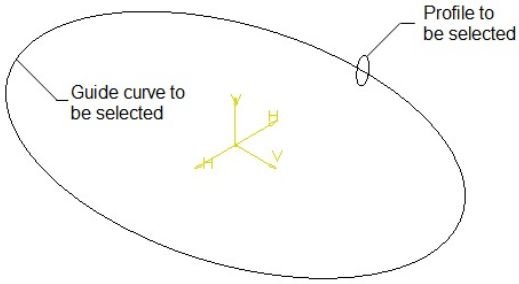
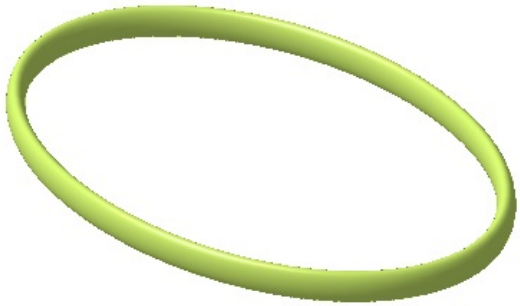

Figure 10-73 *The profile and the guide curve to be selected*
Figure 10-74 *The resulting sweep surface*
c. Create a sweep surface as the base feature, refer to Figures 10-73 and 10-74.
3. Select the profile from the geometry area to create a sweep surface, as shown in Figure 10-73; you are prompted to select a guide curve.
4. Select the guide curve from the geometry area, as shown in Figure 10-73, and then choose the **OK** button. The resulting sweep surface after hiding the sketches is shown in Figure 10-74.